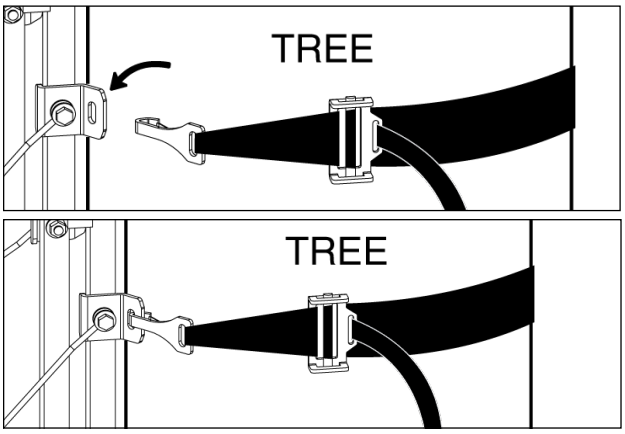

Figure 5
c. Pull on excess end of strap firmly - snugging up stand to tree. **SEE FIGURES 5 AND 6.**
DO NOT TWIST STRAP WHEN ATTACHING. SEE FIGURE 5 FOR CORRECT ATTACHMENT.